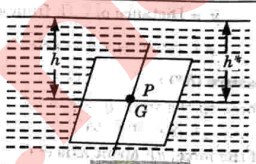

Fig. 1.24.2.
1. As shown in Fig. 1.24.2 consider a plane horizontal surface immersed in a static liquid.